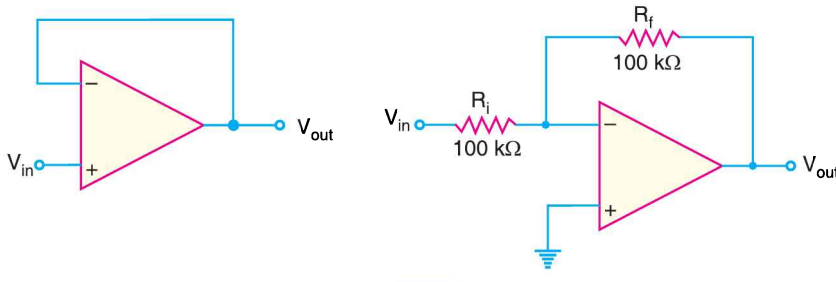

Fig. 25.104
11. Find the closed-loop voltage gain for each of the circuits shown in Fig. 25.104. **[1 ; – 1]**